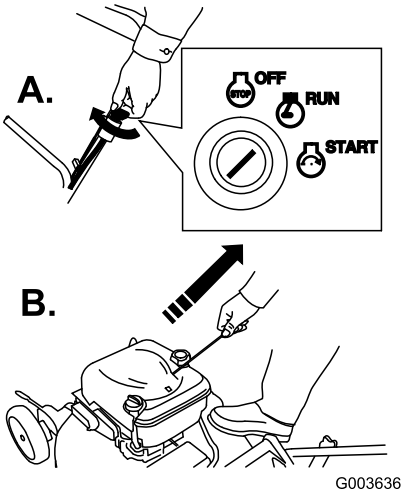

Figure 22
- Turn the ignition key to the Run position and pull the recoil starter at the engine (Figure 22).